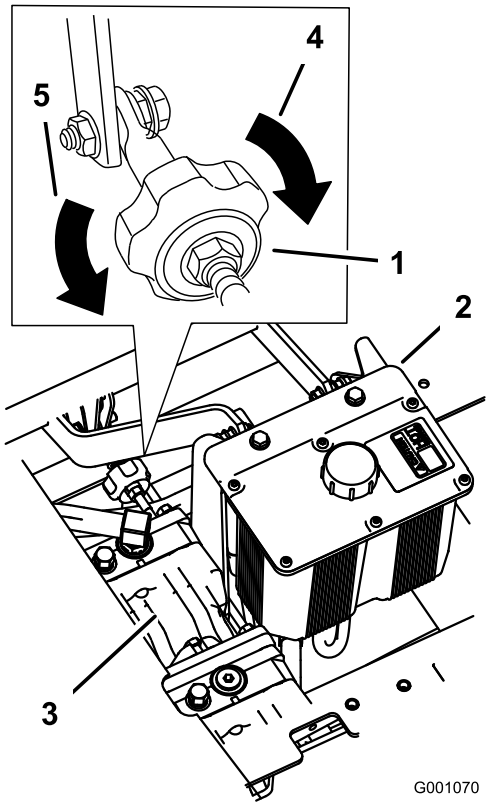

**Figuur 65**
2. U stelt de lengte van de pompstang af door de knop in de juiste richting te draaien, totdat de het wiel stil staat of iets achteruit kruipt (Figuur 65).